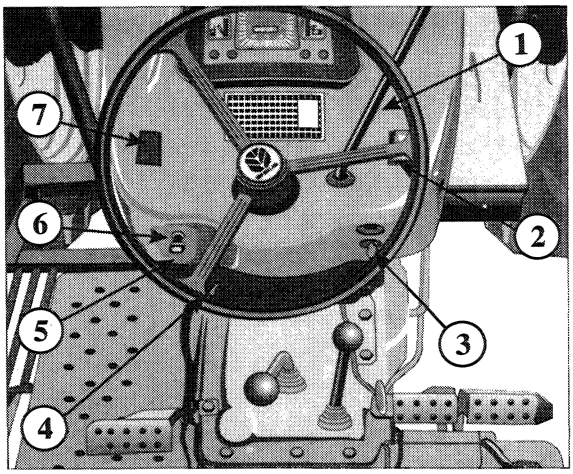

Fig. 3. Hand Controls and Switches
Pull the lever (1) Figure 3, rearwards to progressively increase engine speed.